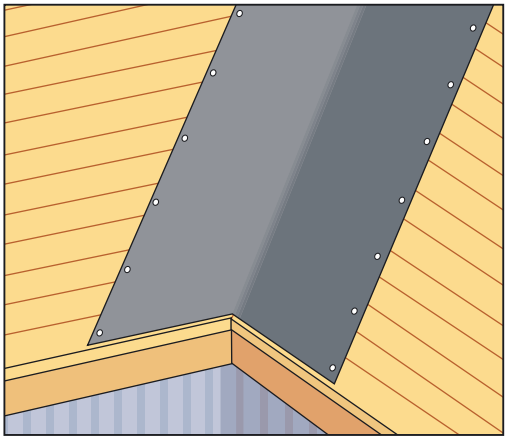

Рис. 2
- Укладка подкладочного ковра начинается от ендовы (Рис. 2).